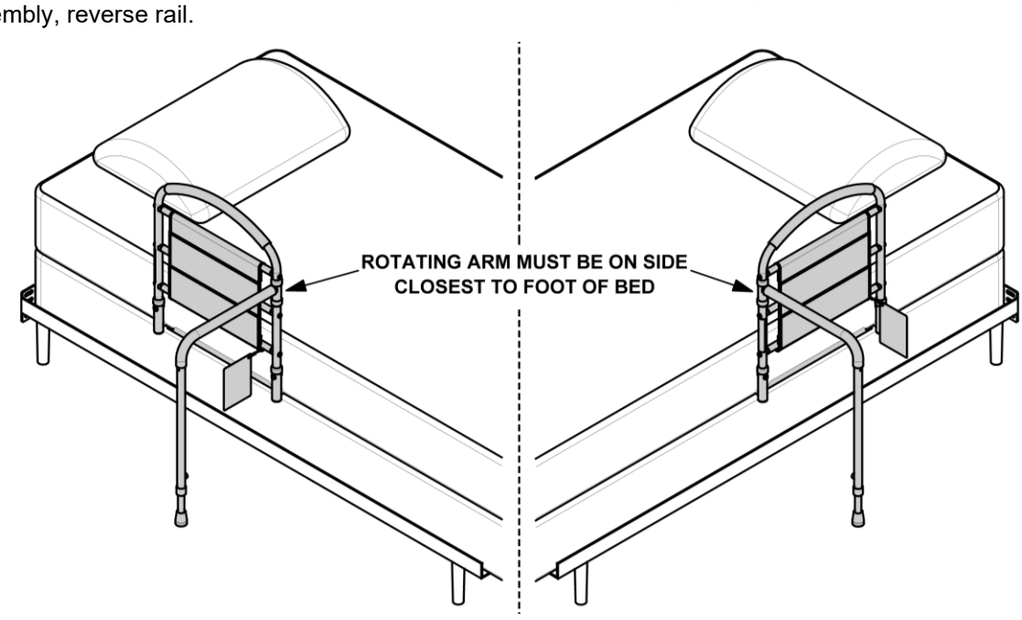

FIGURE 2
2. Determine which side of the bed the product will be installed on; the Side with the Rotating Handle will always be closest to the foot of the Bed. Instructions show assembly for the right image shown in *FIGURE 2*. For opposite assembly, reverse rail.